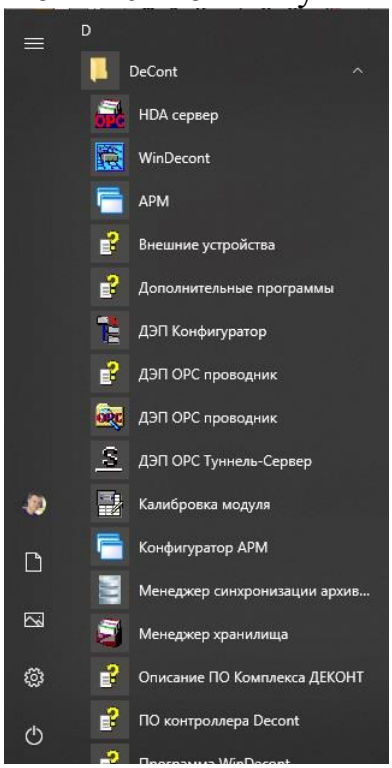

Рисунок 1 – Расположение пакета программ в меню.
В первую очередь надо начать с установки «Базового ПО». Папка “ПО ДЭП”, где располагается все необходимое для работы программное обеспечение (ПО) расположена на «Рабочем столе». Базовое ПО устанавливается строго в следующем порядке: сначала ставится BDE ((1) BDE Professional 5.2.msi), затем «Базовое ПО» ((2) Install_depDecont-5.x.x.xx.exe). После установки появится новый пункт в меню ПУСК: ПУСК\DeCont (рисунок 1).